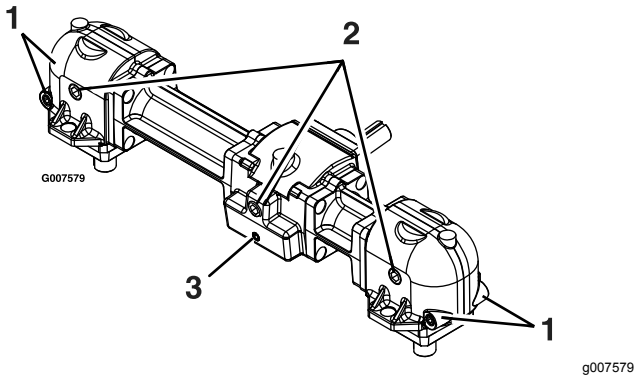

Figur 35
6. Ta bort den stora oljepluggen på framsidan av alla tre växellådesektioner och tappa ut oljan (Figur 35).